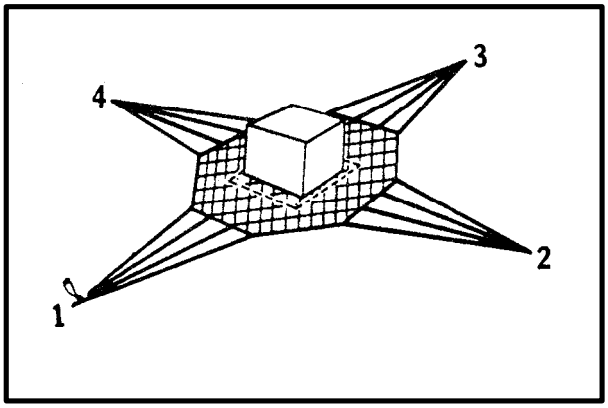

*Figure 7-6. Aligned Load*
**(3)** Align the load on the net so that the sides of the load are parallel with the yellow cord (Figure 7-6). The load may overlap the yellow cord if the load is bigger than the yellow cord marked area. If the load is placed correctly, the load's center of gravity will be near the center of the net. The lifting legs will be on the side of the load, not on the corners. If the load is loose cargo, place the cargo on the net with the heaviest items in the center and the lighter items toward the sides or on top of heavier items.